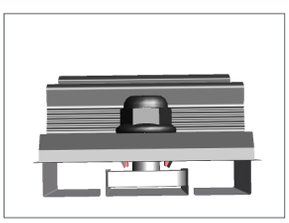

Bild 5.1-6
- Festgezogene Schrauben, auch erkennbar an dem Schlitz (Siehe Bild 5.1-6 und 5.1-7)